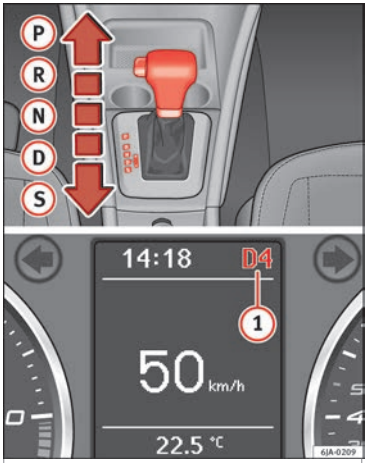

Fig. 92 Selector lever/Informative display: selector lever positions.
The current position of the selector lever is shown on the general instrument panel display (1) ››› Fig. 92. »
– From position **D**, push the selector lever to the right. The selected position of the selector lever is shown on the general instrument panel display together with the gear engaged (1) ››› **Fig. 92**.